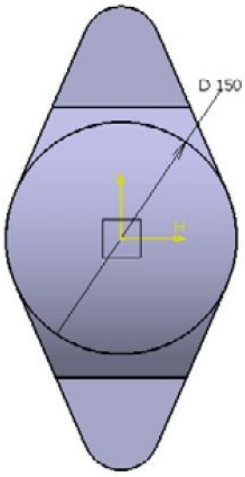

Figure 5-61 *Sketch of the third feature*
c. Create the third feature by extruding the sketch drawn on a plane at an offset distance from the xy plane, refer to Figures 5-61 through 5-63.
4. Draw the sketch, as shown in Figure 5-61, and exit the **Sketcher** workbench.